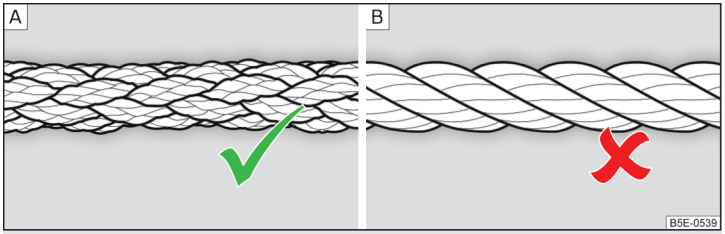

Fig. 87 **Braided tow rope / Spiral tow rope**
For towing using a tow rope, use only a braided synthetic fibre rope » fig. 87 - A» !.
- Do not use spiral rope for towing » fig. 87- B, the towing eye may unscrew from the vehicle - There is a risk of an accident.